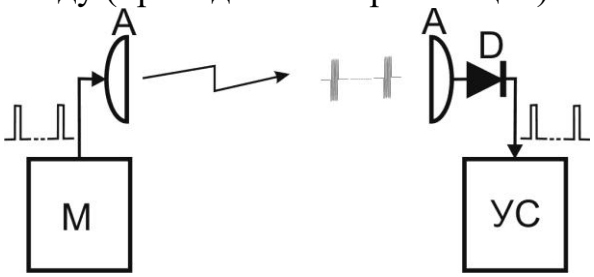

Рис. 6.8
6.2.6.3 Синхронизация по радиолучу (см. рис. 6.8):